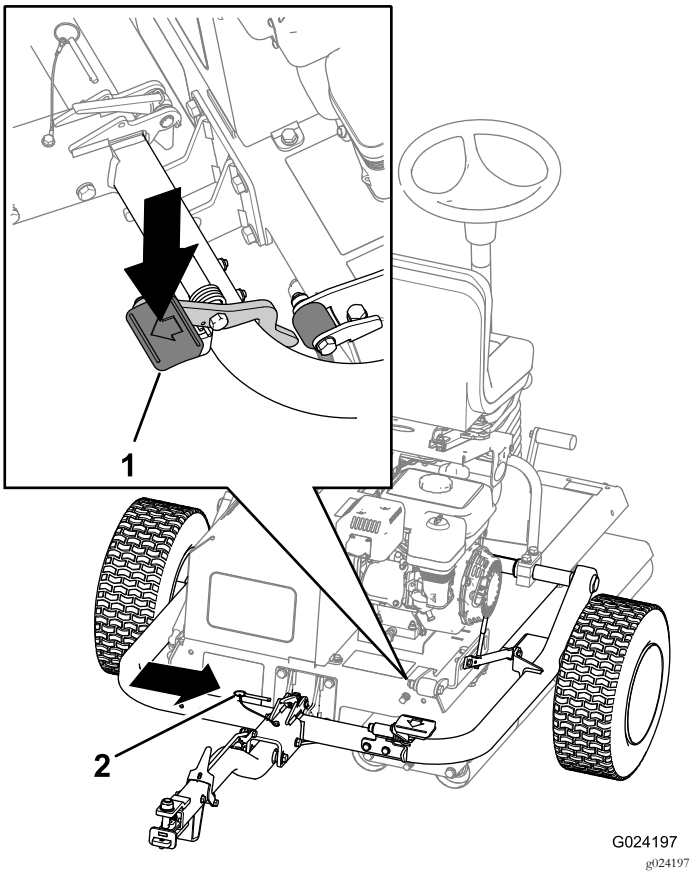

**Figur 27**
C. Trykk på koblingspedalen til låsen er på plass (Figur 27).
D. Sett inn låsestiften (Figur 27).